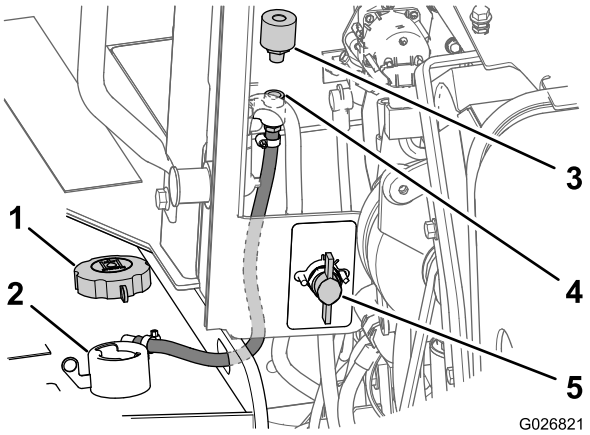

Figure 106
2. Rotate the battery disconnect to the Off position (Figure 106).
3. Remove the fill cap from the filler neck of the tank (Figure 106).
4. At the forward side of the engine compartment panel, remove the breather from the pipe coupling by rotating the breather counterclockwise (Figure 106).
5. Install a new breather into the pipe coupling hand tight (Figure 106).